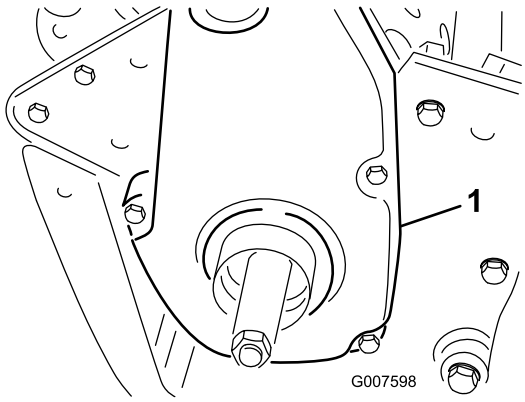

Figuur 43
6. Verwijder de achterste drijfriemkap van de rechterkant van de machine (Figuur 43).